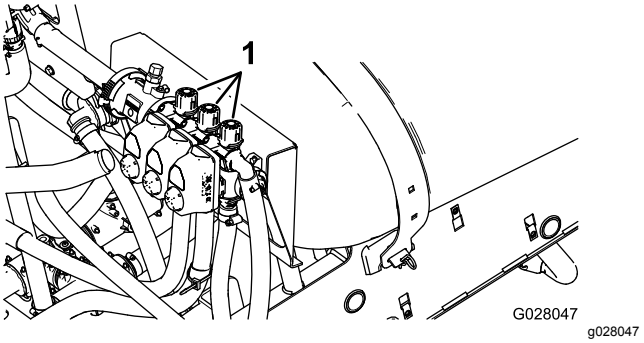

Figur 22
2. Sluk for venstre sektion, og juster sektionens omløbsknap (Figur 22), indtil trykmålingen er på det tidligere justerede niveau (typisk 2,75 bar).
4. Juster den højre sektions omløbsknap (Figur 22), indtil trykmålingen er på det tidligere justerede niveau (typisk 2,75 bar).
6. Juster midtersektionens omløbsknap (Figur 22), indtil trykmålingen er på det tidligere justerede niveau (typisk 2,75 bar).